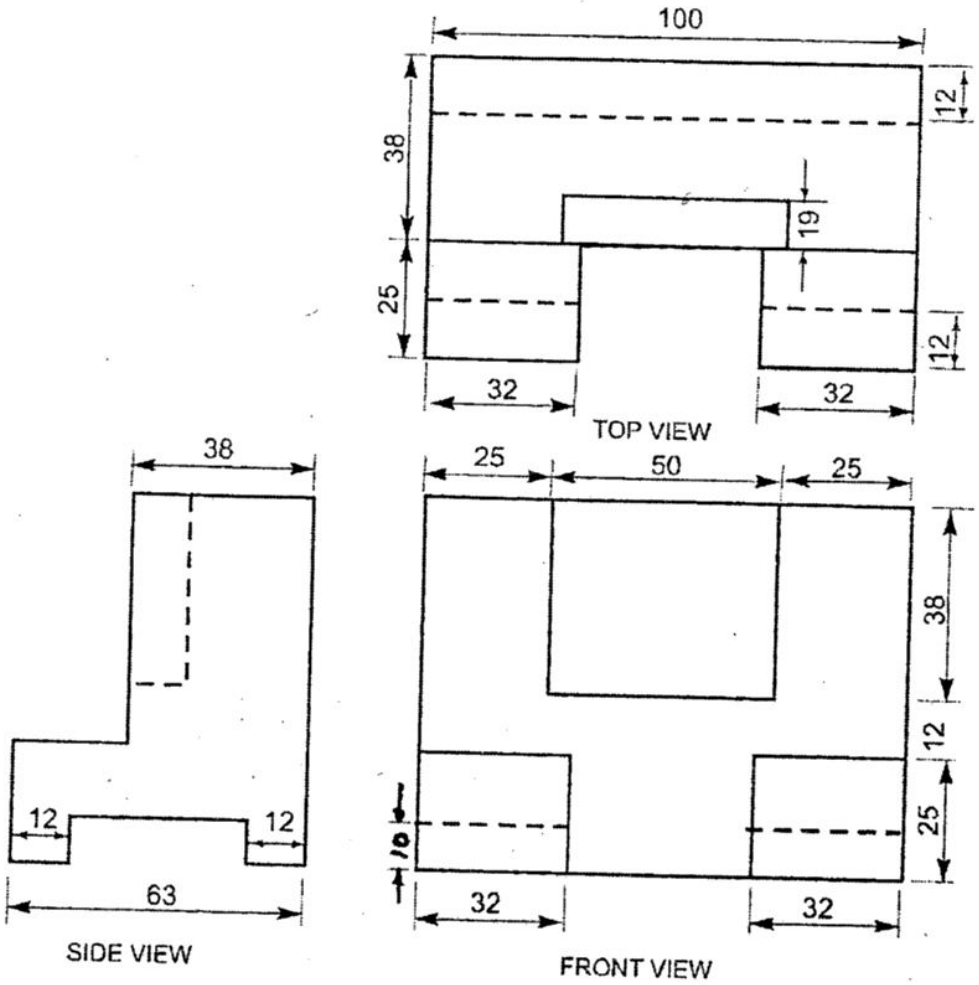

Figure 2 (الشكل 2)
9. Draw the isometric view of the machine part shown in figure 2.